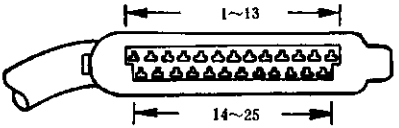

图 5—36
①拔下冷却液温度传感器导线连接器并用一根跨接线桥接连接器针脚；
②起动发动机并使之热机；
③把发动机转速提高到3000r／min，然后释放节气门，这时差压调节器的电流应从正值平稳地变化到负值（－45mA），然后恢复到正常值；
④如果电流没有变化到 -45mA，则说明不是怠速开关调整不正确，就是来自控制单元的信号错误。
(5) 控制单元：
①检查控制单元输入的简单方法是检测图 5—36 所示的多针脚电气连接器的电压值和电阻值，其正确值见表 5—2；